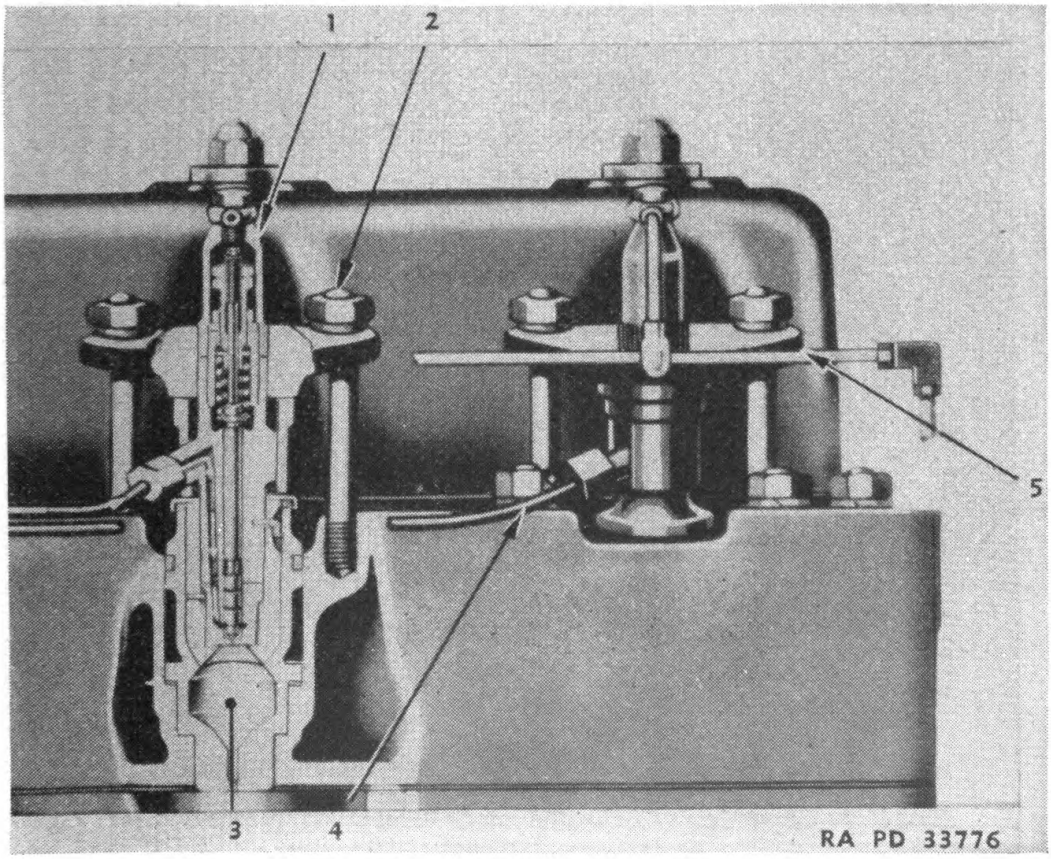
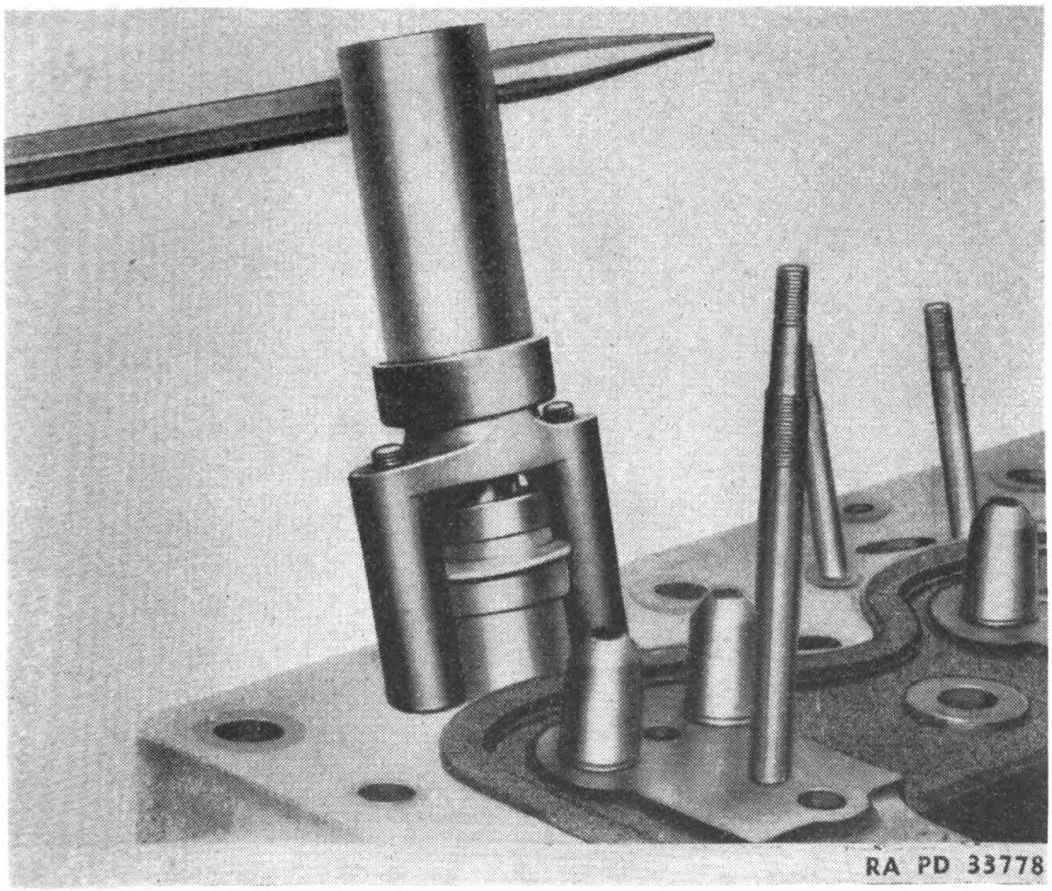
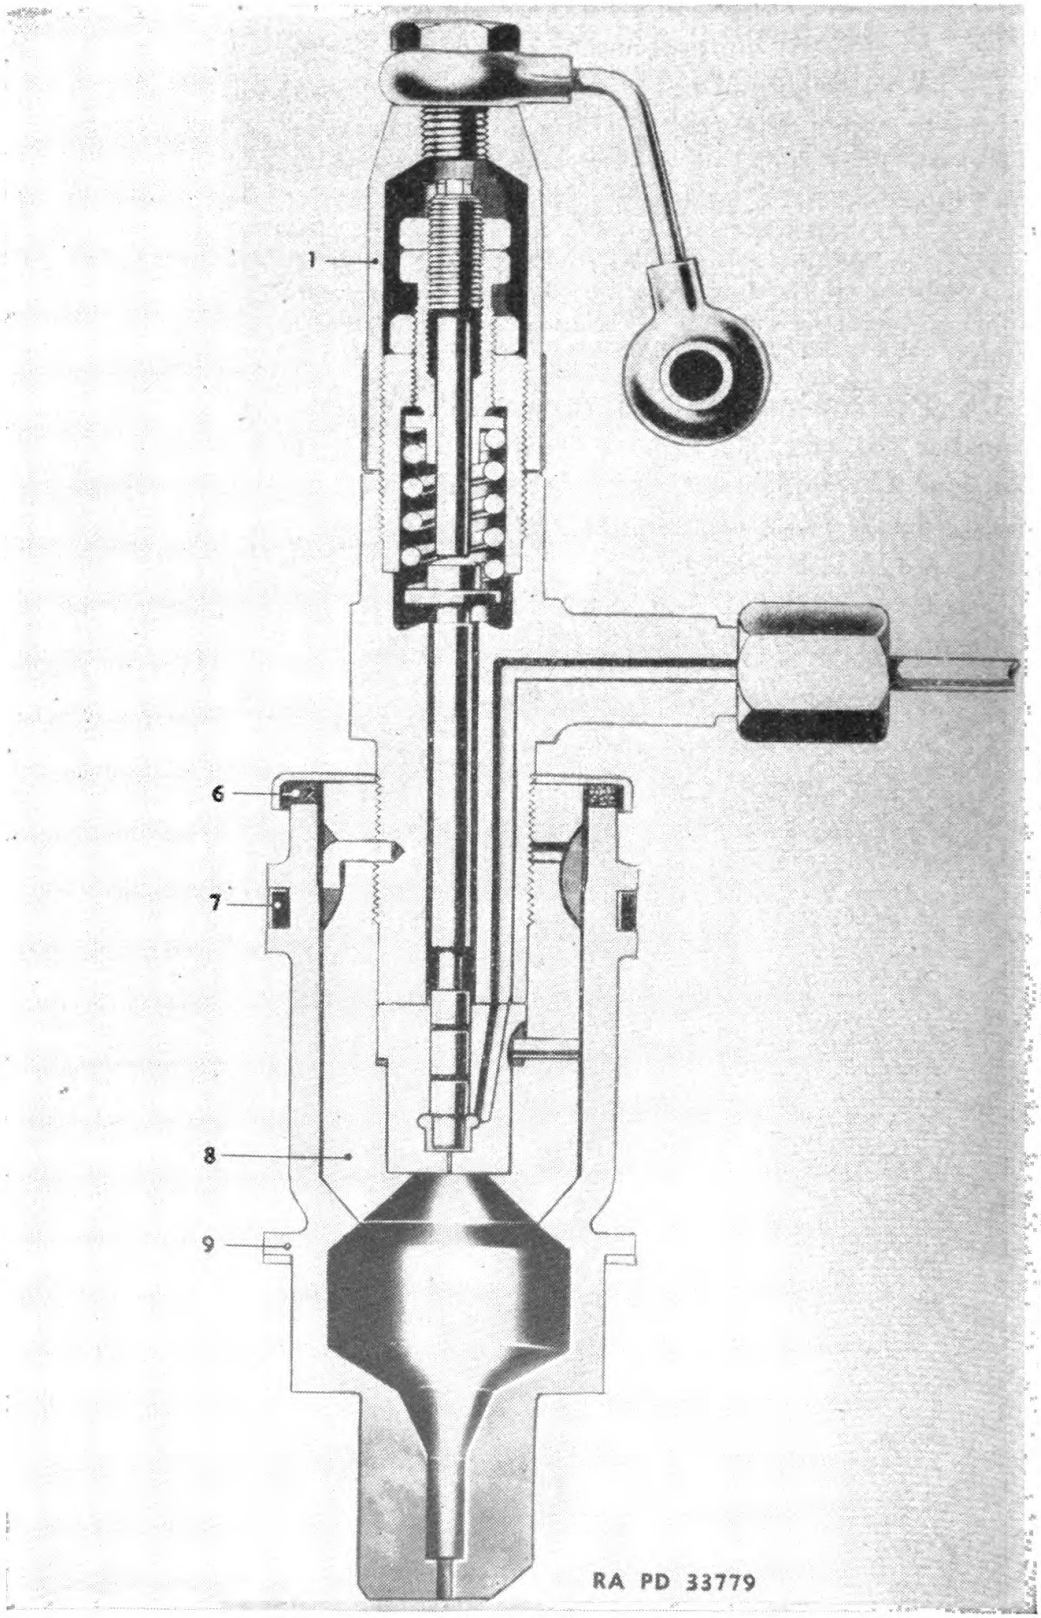

FIGURE 55.—Fuel injection valve and precombustion chamber.
FIGURE 57.—Reinstalling the precombustion chamber.
FIGURE 58.—Injection valve.
48. Precombustion chamber.—To remove a precombustion chamber (3) (fig. 55), remove overflow line (5), clamp nuts (2), injection line (4), and injection valve assembly (1).
b. In installation, a new gasket (9) (fig. 58) and seal (7) should be used. Coat the seal with soap and take care that the seal is not sheared as the precombustion chamber is driven into the head.
c. In reinstalling the injection valve (fig. 57) make certain the tapered end of the valve at (8) (fig. 58) and its seat in the precombustion chamber are perfectly clean and that the gasket (6) is in place. The clamp nuts (2) (fig. 55) should be drawn down evenly and with only sufficient tension to prevent leaks between the valve and valve seat. Excessive tightening may force the tapered end (8) (fig. 58) of the injection valve into its seat sufficiently to cause permanent damage to the valve and may even break the cylinder head.